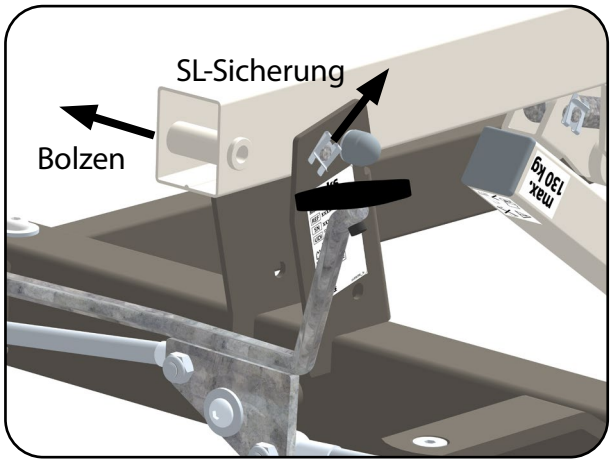

Abb. 6.2.02 – Standmastaufnahme
4. Entfernen Sie den Bolzen mit SL-Sicherung aus der Bohrung zur Transportsicherung an der Standmastaufnahme (Abb. 6.2.02).